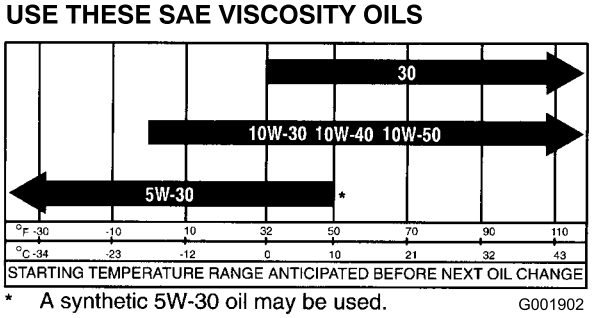

Figur 22
3. Motoren kan anvende enhver selvrensende 10W30-olie af høj kvalitet, der bærer American Petroleum Institutes (API) "serviceklassifikation" CF eller højere. Vælg en viskositet i overensstemmelse med tabellen i Figur 22.